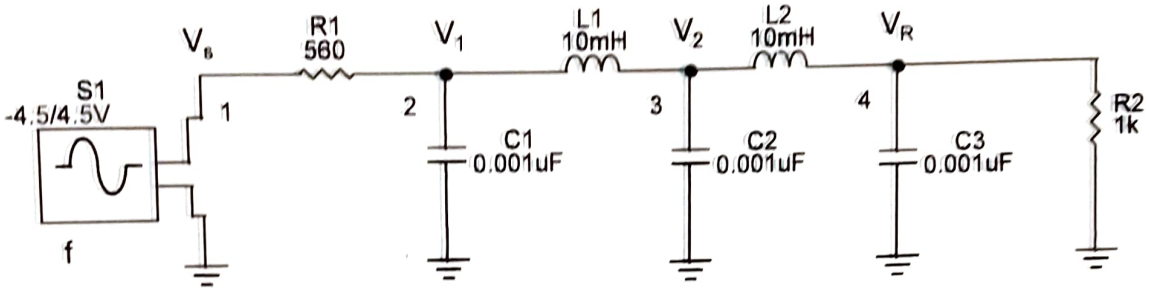

Figure 3. Transmission Line Approximation Circuit Excluding Resistance.
1.) Construct the circuit shown in Figure 3. Set the Discovery 2 Arbitrary Waveform Generator to a 4.5 Vac peak sine wave and connect it to the circuit.
5.) Solve for the voltages in Figure 3 with f=5000 Hz using nodal analysis. Enter these values into Table 4. Note the differences in the measured and calculated voltages and try to explain the differences in the assessment discussion.
6.) Enter the schematic of Figure 3 into the Pspice simulation software provided (CircuitMaker Student Version) and find the magnitudes and phase angles of V_s, V_1, V_2, and V_R. Find the phase angles from the transient analysis plots by measuring the time difference between the positive going zero crossing of V_S and the other voltage waveforms. Use the formula presented above to calculate the phase angle. Enter these values in Tables 5-7 for each of the test frequencies.